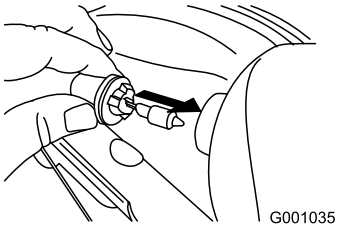

Rysunek 56
4. Włóż nową żarówkę z tyłu reflektora (Rysunek 56).